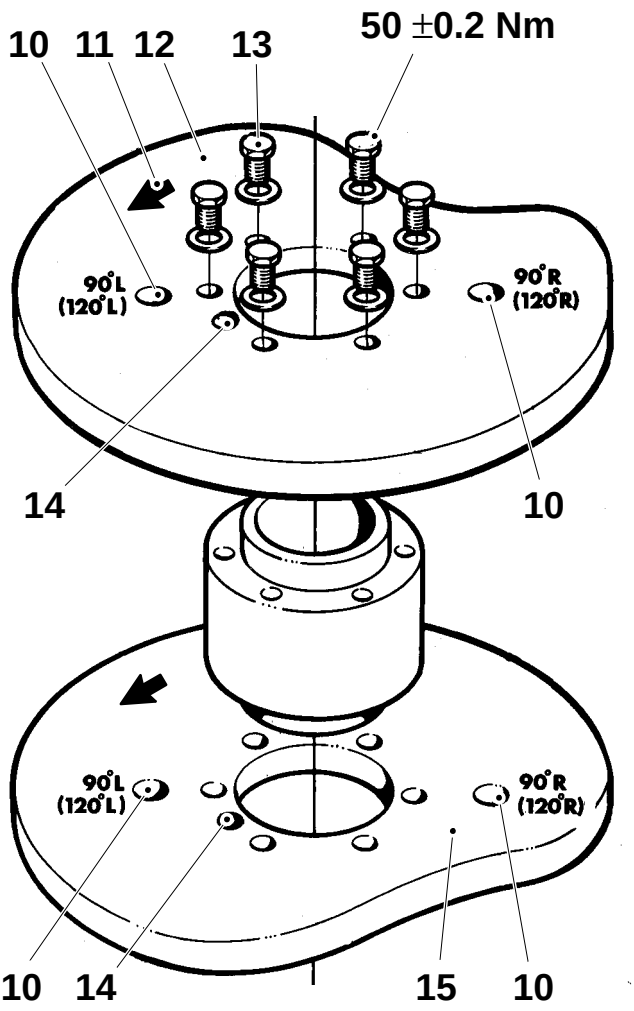

Fig.1
In this position, fit the cams together and tighten the screws (13) lightly, see fig. 1.